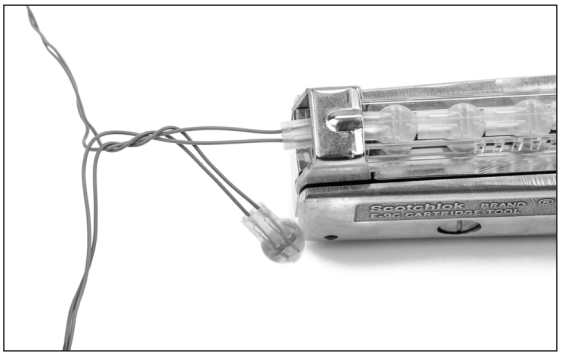

Figure 4. Twist pairs one full term
4.1 Locate the joint by twisting pairs one full turn. See Figure 4.